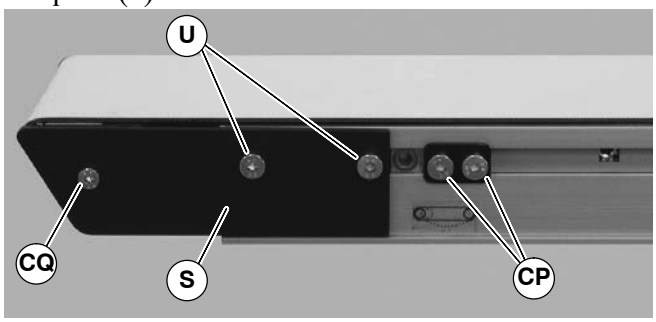

Figure 59
2. On one side of conveyor, use a 3 mm and 4 mm hex-key wrench to remove head plate fastening screws (CQ & U of Figure 59) and remove head plate (S).
4. After replacing bearings, re-install head plate (S of Figure 59). Use a 3 mm hex-key wrench to tighten one (1) fastening screw (CQ) to 3.4 Nm. Leave two (2) fastening screws (U) loose for belt tensioning.